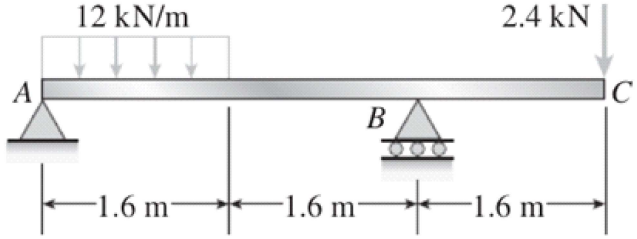

Fig. No.-3
3. (a) A beam is as shown in Figure No. 3. Draw S.F. and B.M. diagrams and locate the point of contraflexure. [5]